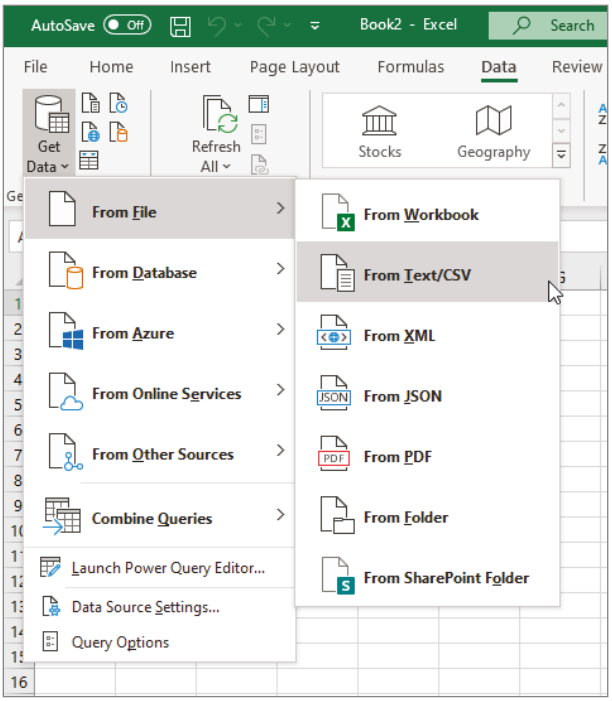

Figure 3.5: The Get Data drop-down on the Ribbon
2. Choose Data ➪ Get Data ➪ From File ➪ From Text/CSV from the Ribbon as shown in Figure 3.5.